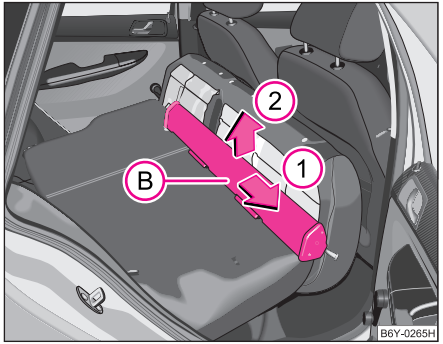

Fig. 65 Scaunele din spate: Carcasa peretelui despărțitor
– Împingeți carcasa peretelui despărțitor (B) ⇒ fig. 65 în sensul săgeții (1) şi scoateți-o din spătarul scaunelor din spate în sensul săgeții (2).